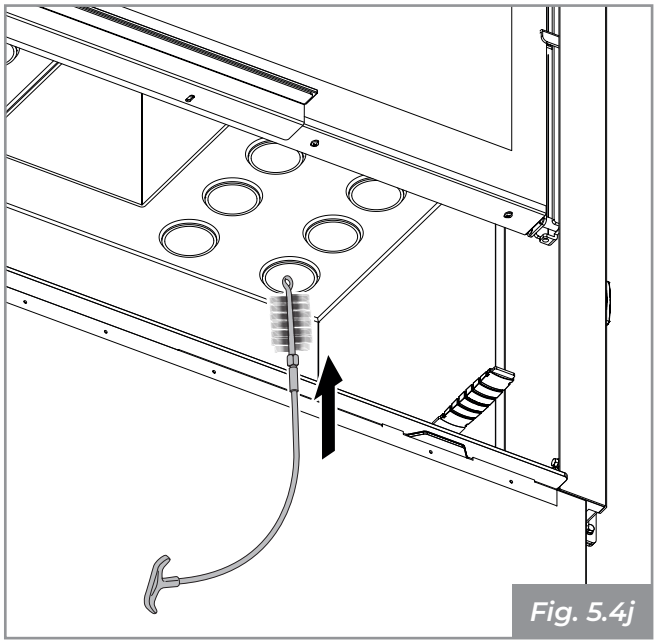

Fig. 5.4j
- Per estrarre i turbolatori dal basso, inserire lo scovolo in dotazione dalla camera di combustione all'interno dei tubi di scambio **(Fig. 5.4j)**, sollevando leggermente il turbolatore, ed estrarre la spina **(Fig. 5.4h)**;
- Pulire i tubi di scambio con lo scovolo in dotazione **(Fig. 5.4j)**;